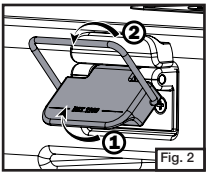

Fig. 2
- Ouvrir le couvercle. (Fig. 2)